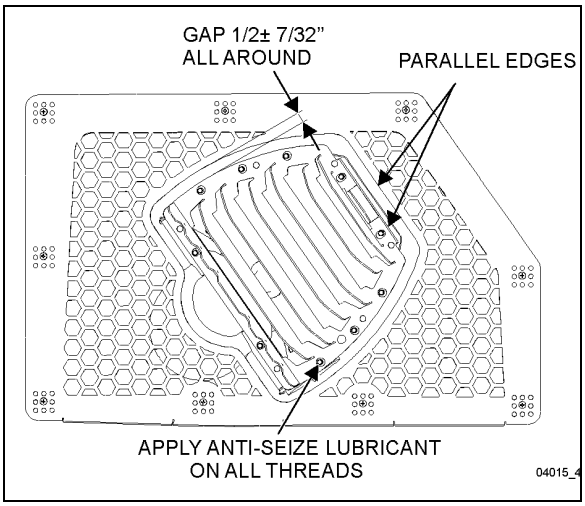

**FIGURE 7: DIFFUSER POSITION ADJUSTMENT**
2. For proper angular position, make sure that the two edges shown on figure 7 are parallel with each other.